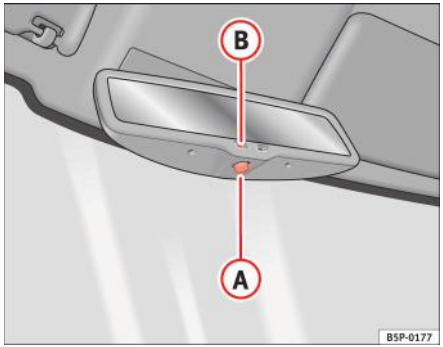

Fig. 63 Oglinda interioară cu funcție de reglare automată antiorbire.
– Apăsați butonul (A) ⇒ pagina 105, fig. 63. Lampa indicatoare (B) se stinge.
– Apăsați butonul (A) ⇒ pagina 105, fig. 63. Lampa de avertizare este aprinsă.